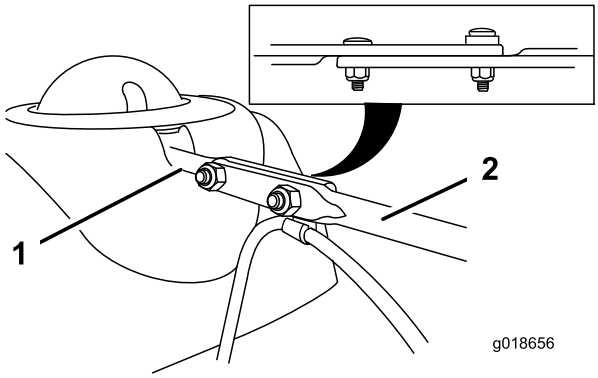

Figur 15
3. Legg den flate, bakre delen av det lange sjaktkontrollstaget i linje med den flate fremre delen av det korte staget som strekker seg fra fronten på kontrollpanelet slik at de går inn i hverandre (Figur 15).